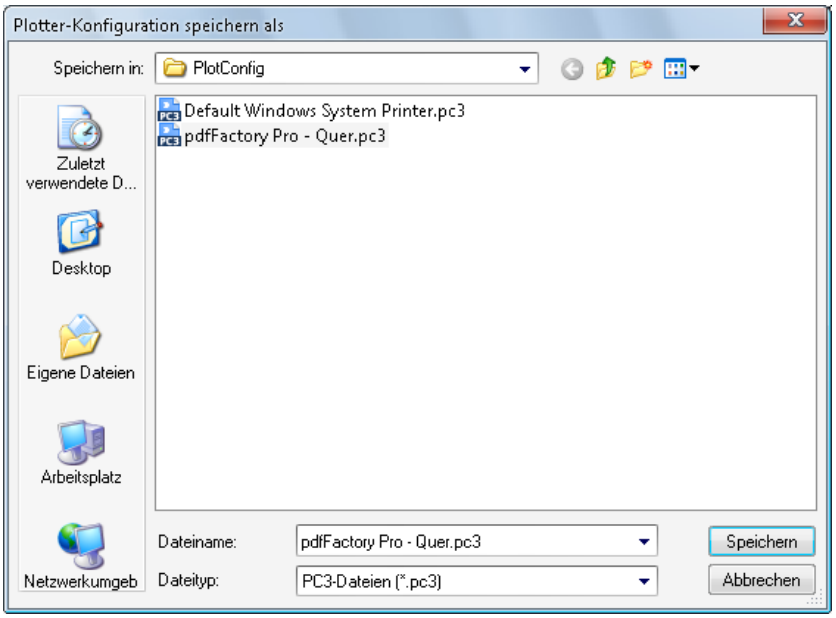

Bild 15.5 – Die Plotterkonfiguration wird als Datei gespeichert
- Wählen Sie im Plotterkonfigurations-Editor die Schaltfläche *Speichern unter*, so wird das Anwenderverzeichnis *PlotConfig* von BricsCAD™– nicht TRIC! – geöffnet (Abb. 15.5).